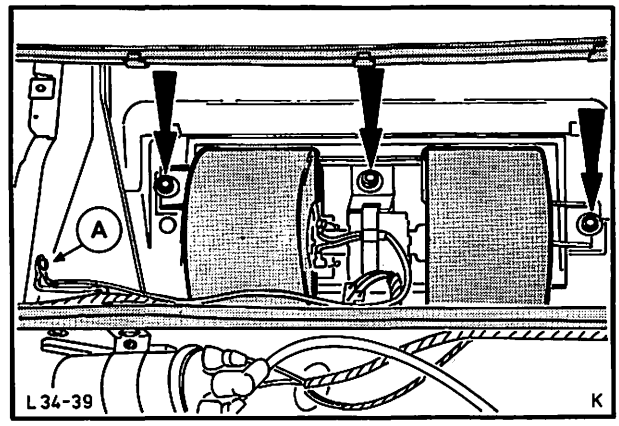

Abb. 45 Gebläse ausbauen
3. Gebläsegehäuse komplett abschrauben (3 Muttern) und von Windlauf entfernen, Abb. 45.